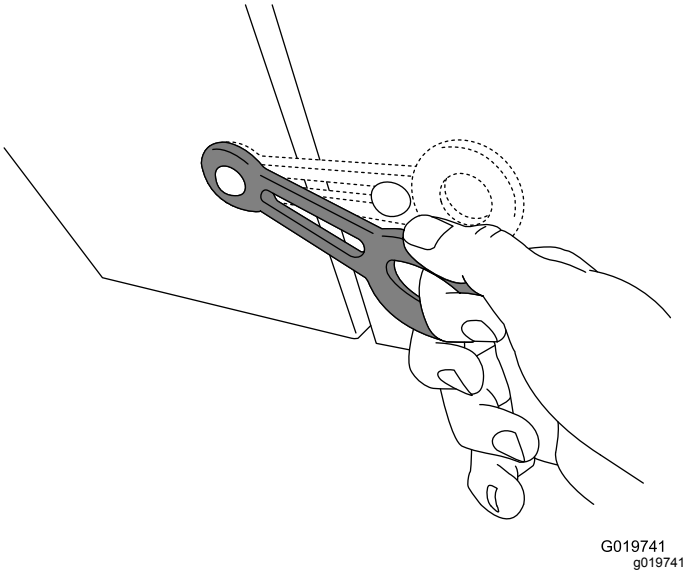

Figure 19
4. Close the engine cowl and secure the cowl latches (Figure 19).